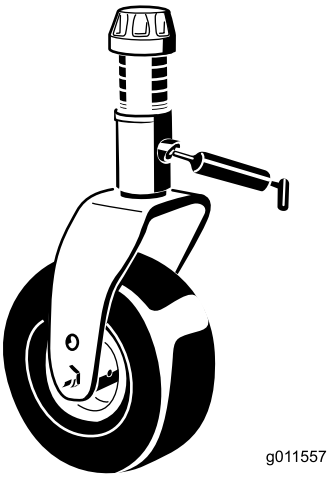

Figur 38
- Bussningar på hjulgaffelns axel (2) (Figur 38)